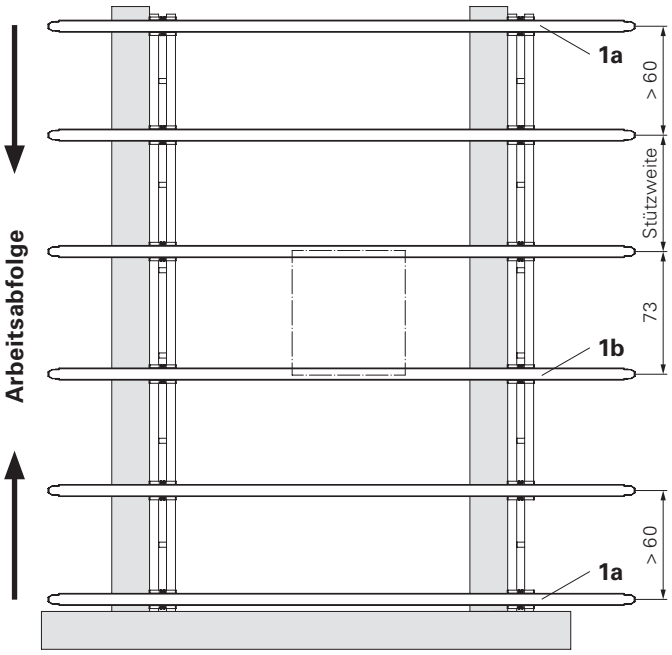

Abb. B2.03
- Stützweite der Bohlen ≤1,0 m. Vergleich DIN EN 12811-1 (Abb. B2.03).